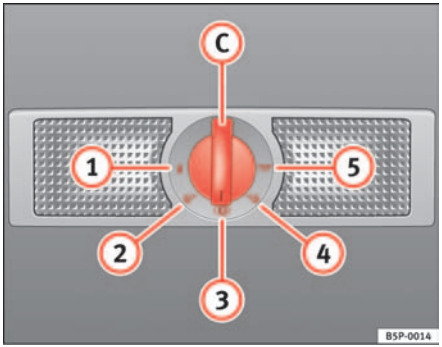

Fig. 83 Detail of the roof: Rear interior light and reading lights
The switch ⇒ fig. 83 (C) is used to select the following positions:
In switch position ⇒ fig. 83 (1), the interior and reading lights are switched off.